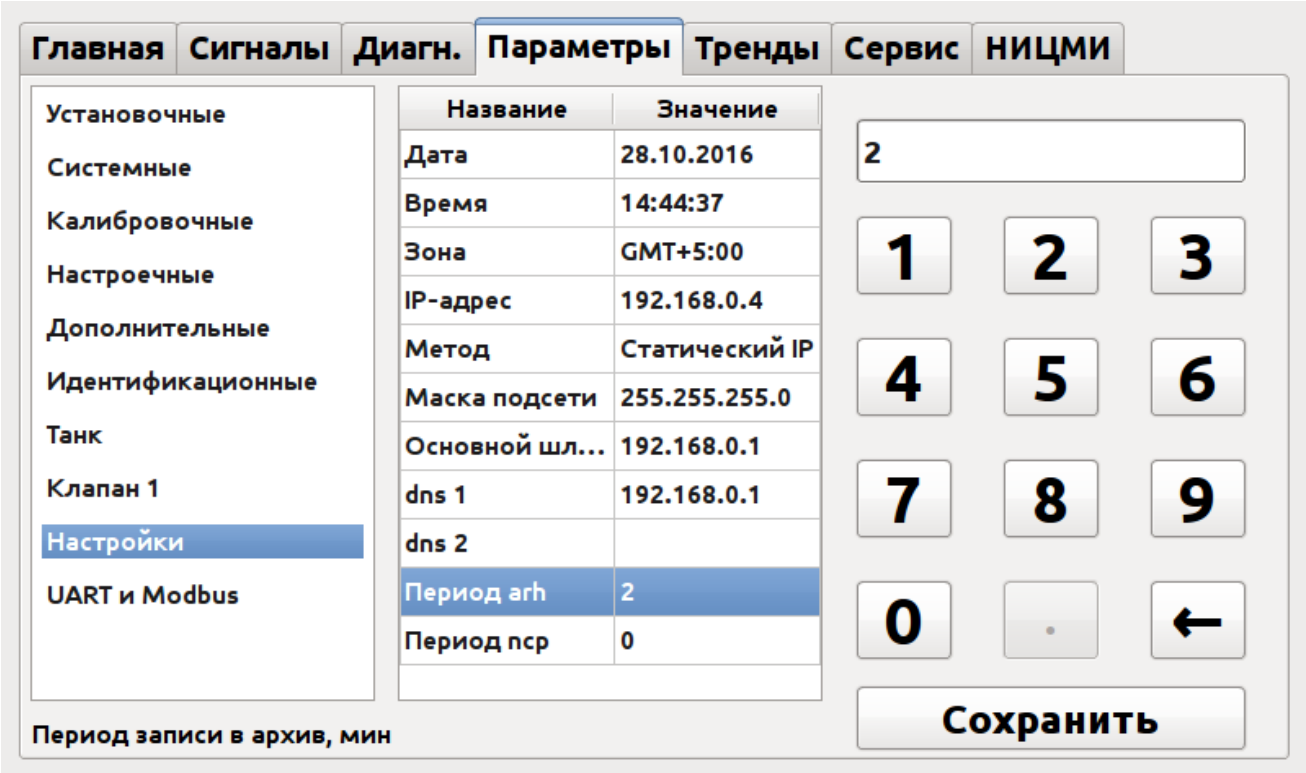

Рис.24
7.1.3. Изменение частоты записи результатов измерений в архивный файл. Для установки частоты записи результатов измерения в архивный файл последовательно нажимайте на клавиши «Параметры», «Настройки» . В строку «Период ARH» вводите с клавиатуры периодичность записи в архив результатов измерений (рис. 24). По умолчанию запись в архив осуществляется с периодичностью в 2 минуты(доступ к данной функции производится после ввода пароля). В случае необходимости, чтобы выполнить запись каждого измерения прибора, устанавливается значение «0»(только на непродолжительный временной промежуток).